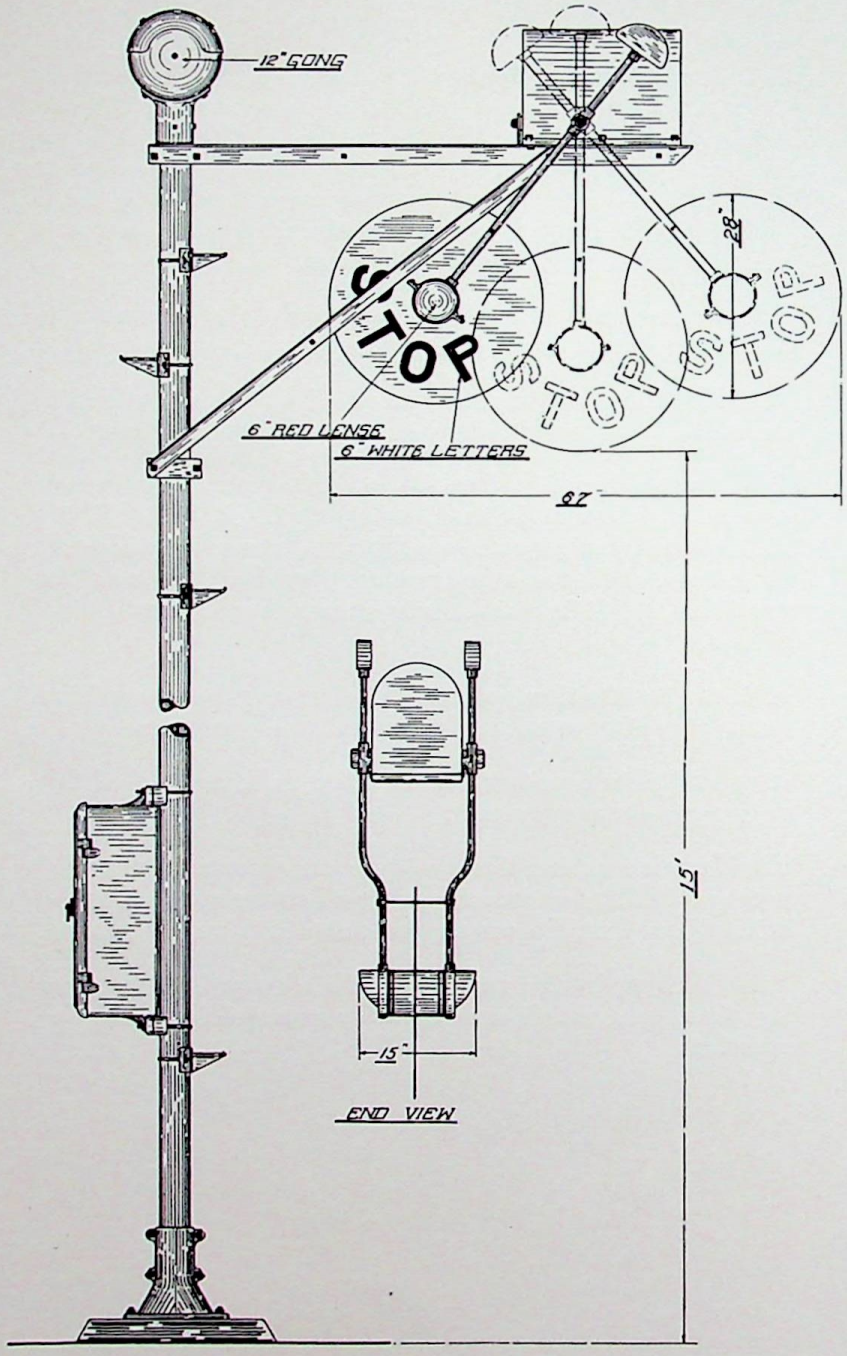

Fig. 3. Wig Wag and Bell Assembly.
D. C. Relay Type "BB". Fig. 3.
The aspect of this wig wag is composed of a large disc, 28 inches in diameter, enameled bright red with the word "stop" in 6-inch white letters stenciled directly below a 6-inch red signal lens, as shown by Figure 3.
As shown in Figure 3, the swinging radius of the disc is 67 inches, giving a 42-inch swing to the illuminated lenses, which is approximately the same indication as that given by a watchman or flagman swinging a red lantern from a platform above the roadway.
The wig wag mechanism carrying the aspect may be installed on cantilever brackets extending over the roadway 6 or 8 feet from the signal mast, as shown in Figure 3, or mounted on top of signal mast in the center of the street as shown in the cut on the back cover of this bulletin.
and our signal mast and relay box, Figure 3. The Model E Bell, where brackets are used for the wig wag, is usually installed on top of the signal mast. If desired this bell can be mounted on the side of the mast by the use of a goose-neck bracket.